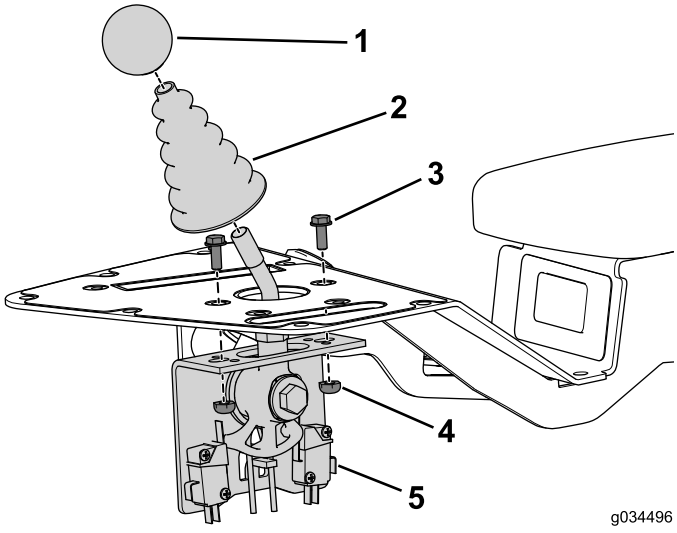

Figura 17
1. Utilizzate i 2 bulloni (n. 10 x 1/2 poll.) e dadi di bloccaggio per fissare il gruppo joystick alla consolle (Figura 17).